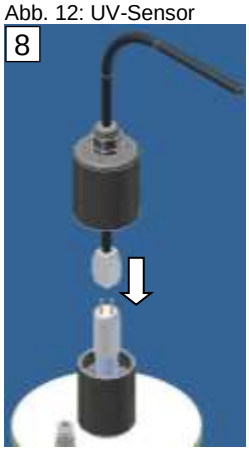
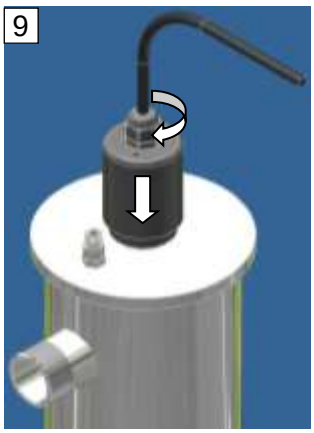

Abb. 15: Anschlussstecker
Abb. 16: Schutzabdeckung
- ➔ Den UVC-Strahler ordnungsgemäß mit dem Anschlussstecker (Abb. 15) verbinden und anschließend die Schutzabdeckung (Abb. 16) bis zum Anschlag Richtung Bestrahlungskammer schieben und Kabelanschluss festziehen.